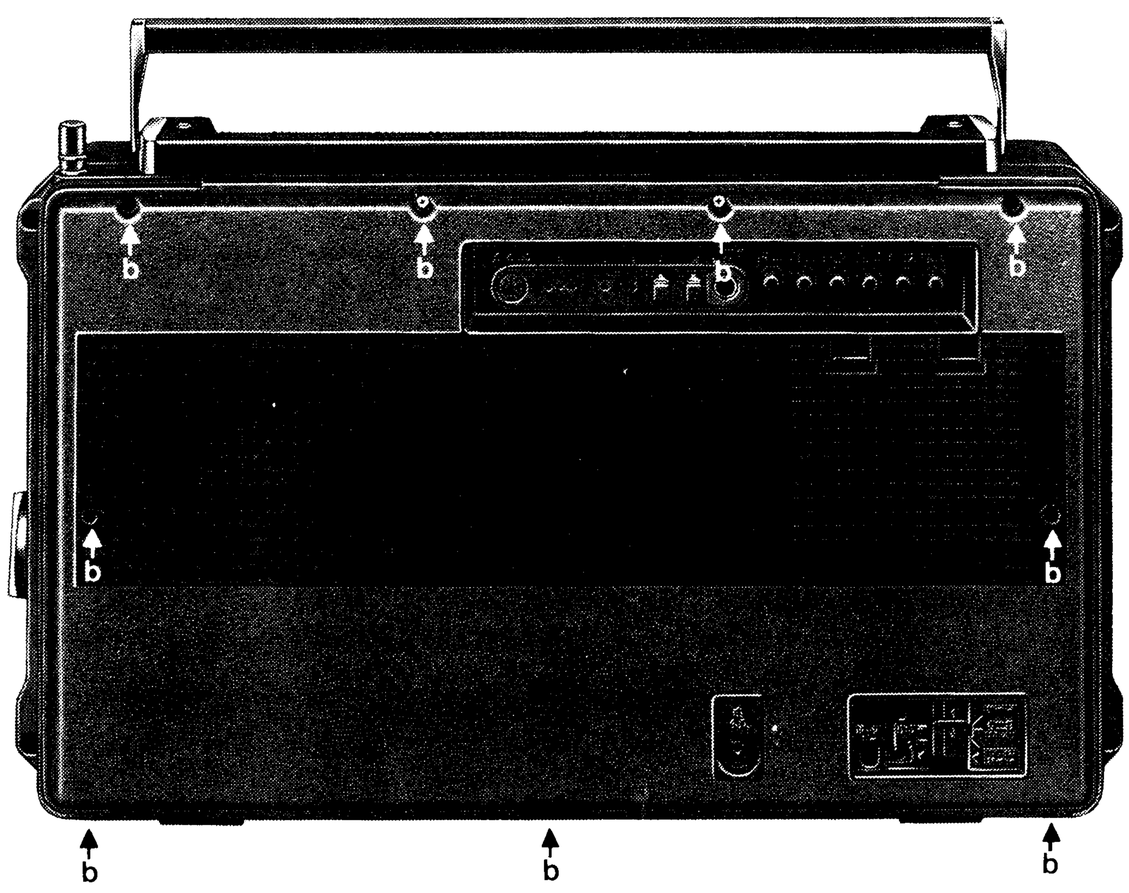

Abb.1
2. Rückwand nach Lösen von 9 Schrauben (b) auf Abb. 1 abnehmen.